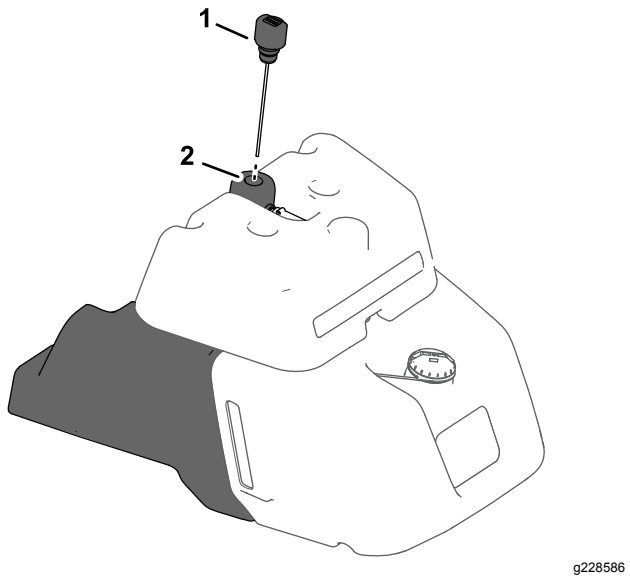

Figur 35
- Hvis din maskine har et skueglas på siden af brændstoftanken, kan du finde målepinden til det hydrauliske system øverst på hydrauliktanken (Figur 35) og gå til trin 5.